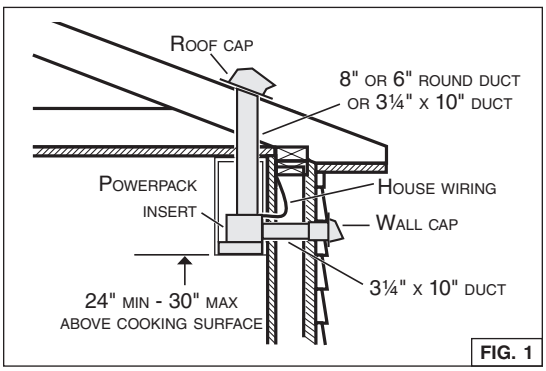

FIG. 1
1. Decide where the ductwork will run between the insert and the outside. (FIG. 1)